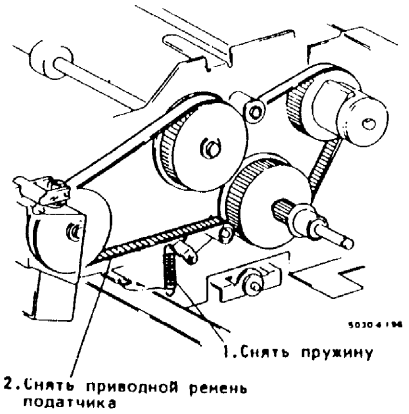

Рис.1. Снятие ремня привода узла подачи
3. (Рис.1): Снять ремень привода узла подачи.